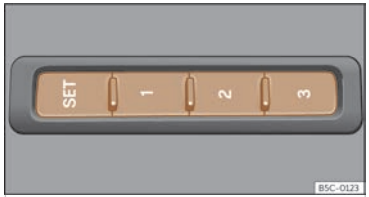

Fig. 73 En el lateral exterior del asiento del conductor: teclas de memoria.
- Pulse la tecla **SET** durante más de 1 segundo ››› fig. 73.